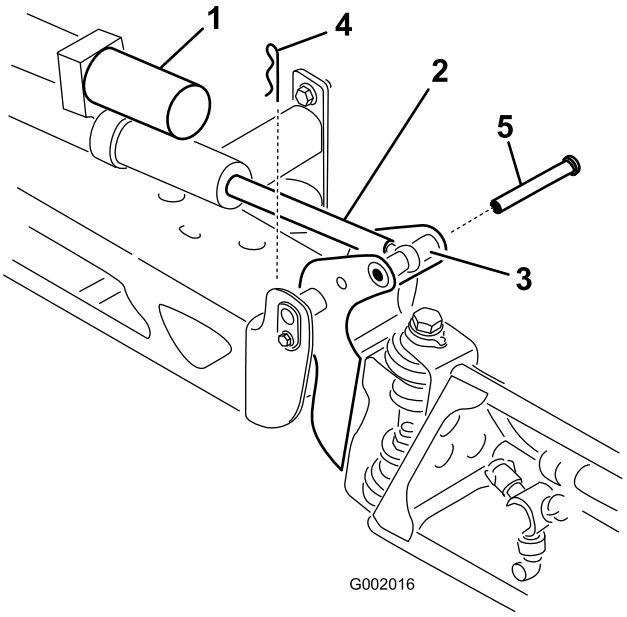

Figur 36
2. Fjern splitpinden fra drejetappen (Figur 36).
3. Løft op på bommen, og fjern splitten (Figur 36). Sænk langsomt bommen ned til det faste stop.
6. Løft bommen opad, så drejetappen flugter med aktuatorstangen. Mens du holder bommen, skal du føre stiften gennem bommens drejetap og aktuatorstangen (Figur 36).